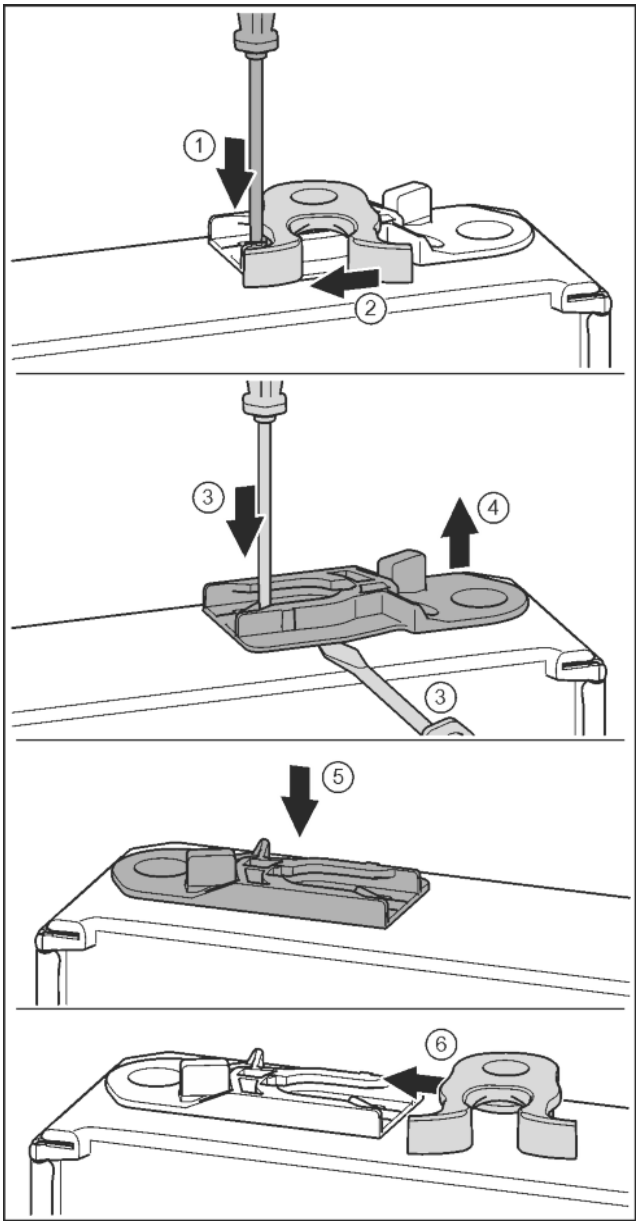

Fig. 19
- ▶ Push the tab downwards with a slotted screwdriver. *Fig. 19 (1)*
- ▶ Pull the door latch out of the guide. *Fig. 19 (2)*
- ▶ Pull out the guide bush: Press the tab with a slotted screwdriver and, at the same time, insert the slotted screwdriver under the guide bush. *Fig. 19 (3, 4)*
- ▶ Slide the guide bush included in the scope of supply to the other side of the housing. *Fig. 19 (5)*
- ▶ Push the door latch into the guide. *Fig. 19 (6)*